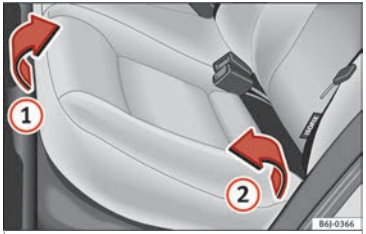
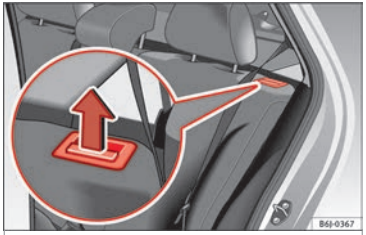

Fig. 101 Folding up the rear seat cushion.
Fig. 102 Button for unlocking the rear backrest.
– Pull the front edge of the seat cushion ››› **Fig. 101** (1) upwards in the direction of the arrow.
– Lift the cushion (2) forwards in the direction of the arrow.
– Pull the release button ››› **Fig. 102** in the direction of the arrow and fold the backrest forwards.